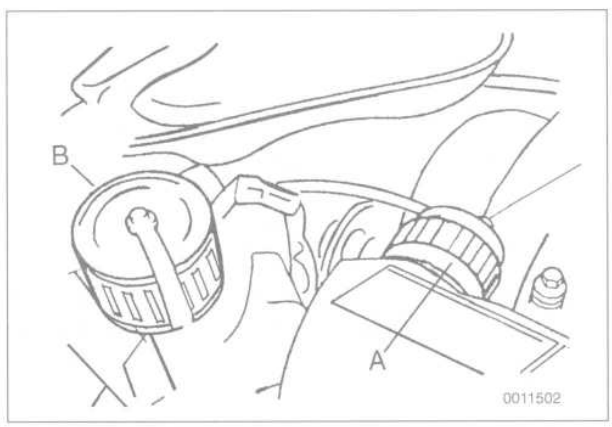

Fig. 13. Main engine wiring harness connector (**A**) and diagnostic connector (**B**) at rear of engine compartment.
6. Separate main wiring harness plug. Unclip diagnostic connector from bracket. See Fig. 13.